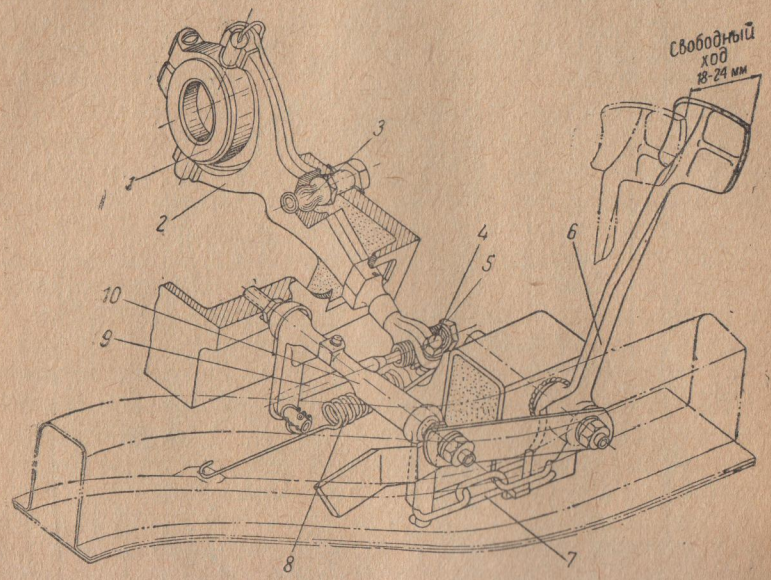

Рис. 61. Схема привода от педали к выжимному подшипнику сцепления:
чаги *14*, с укрепленной на их концах чугунной пятой *10*. На пяту при выключении сцепления нажимает графитовое кольцо *11* (подпятник) выжимного подшипника, запрессованное в гнездо вилки выключения сцепления. Вилка выключения соединена системой рычагов с педалью сцепления (рис. 61).
2. Осмотрите надежность закрепления и целость возвратной пружины *8* вилки *2* выжимного подшипника *1* (см. рис. 61).